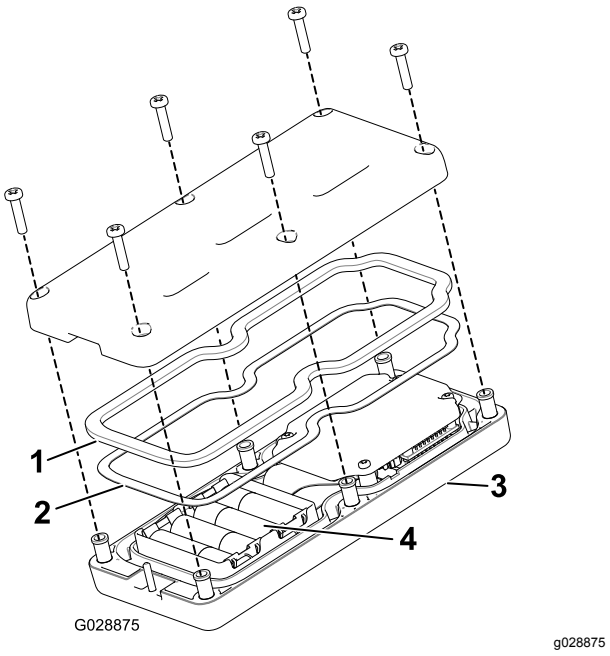

Figur 18
2. Sätt i batterierna i facket och var noga med att placera polerna åt rätt håll. (Enheten skadas inte om batterierna sätts i fel, men den fungerar inte.) Det finns polaritetsmarkeringar i facket för varje terminal (Figur 18).
3. Se till att stålpackningen och gummitätningen sitter i kanalen i handkontrollen och sätt tillbaka det bakre locket (Figur 18).
4. Fäst locket med sex skruvar (Figur 18) och dra åt dem till 1,5–1,7 N·m.